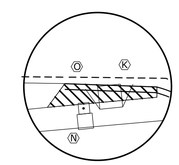

Fig. 2
(O) INSTALL 115 SQUARE FEET OF SIDEWALK TO MEET WITH THE EXISTING SIDEWALK AT THE EDGE OF ROUTE 1. (Fig. 2)